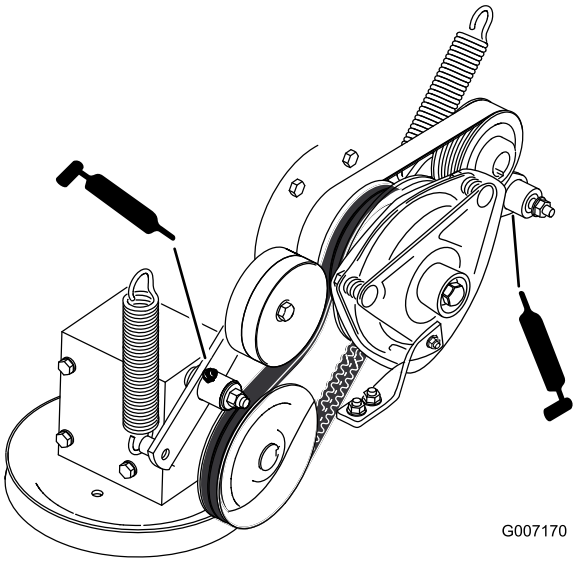

Figur 31
6. Smörj mellandrevsarmen på kraftuttagsdrivremmen (Figur 31).
7. Smörj pumpremmens mellandrevsarm (Figur 31).